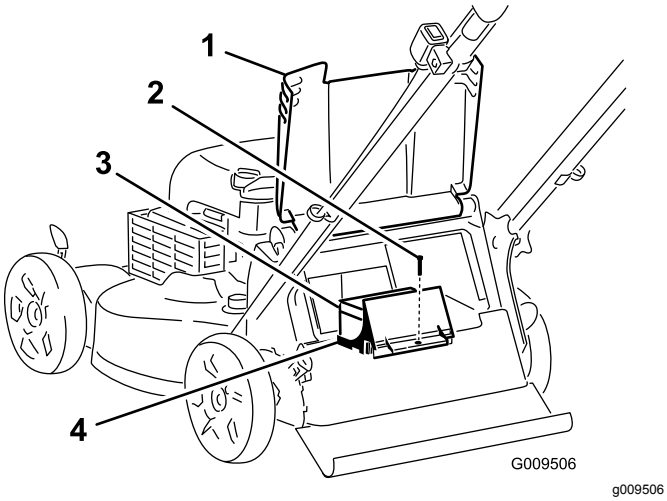

Figur 36
1. Løft den bageste deflektor, og find batterirummet (Figur 36).